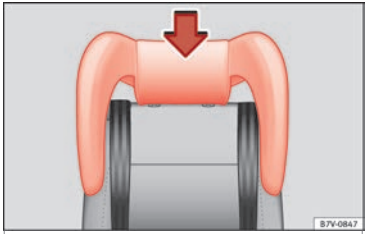

Afb. 94 Geïntegreerd kinderzitje: hoofdsteun inbouwen.
- Schuif de hoofdsteun van het kinderzitje in de geleidingen van de overeenkomstige rugleuning tot deze juist vastklikt ››› **afb. 94**.